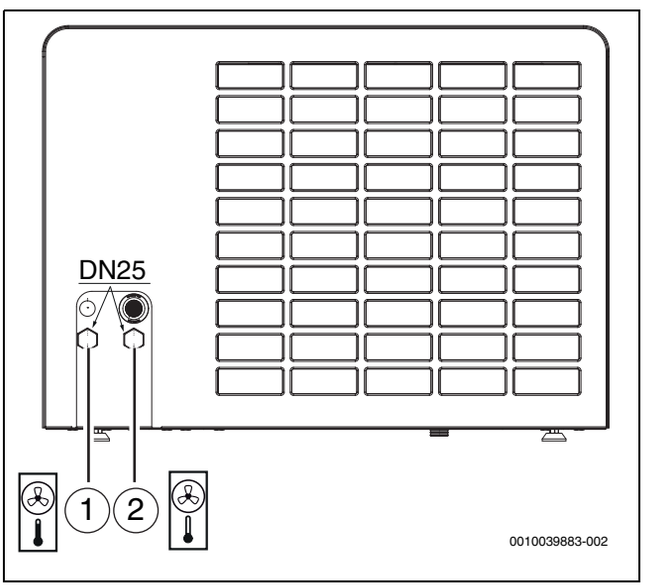

Fig. 25 Raccords de tuyaux du fluide caloporteur ; la description s'applique à toutes les tailles
- Raccorder la conduite de départ de l'unité intérieure à la sortie du fluide caloporteur (→ [1], fig. 25).
- Raccorder la conduite de retour de l'unité intérieure à l'entrée du fluide caloporteur (→ [2], fig. 25).